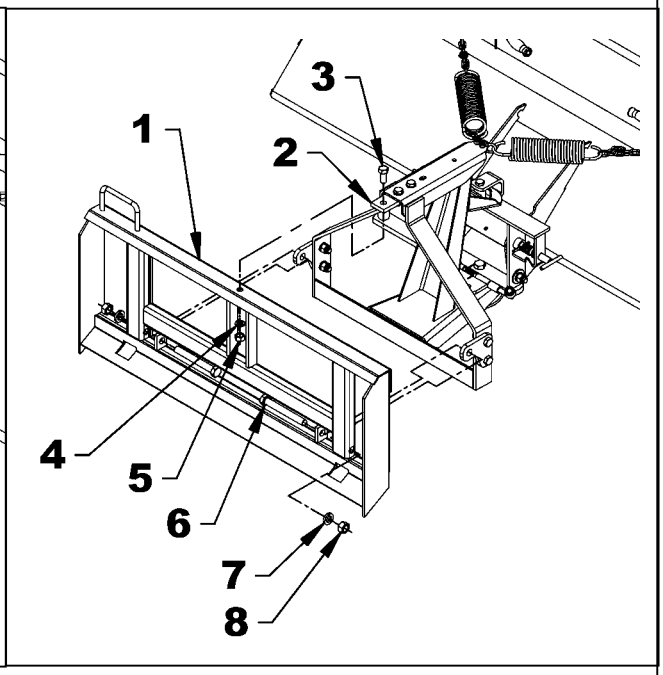

Figure 8C
3. **Figure 8C ou 10C:** Fixer la section inférieure de l'arrière du balai (item 2) à l'attache (item 1) à l'aide des 2 boulons hex. 3/4"NC x 6" lg. (item 6), rondelles de blocage 3/4" (item 7) et écrous hex. 3/4"NC (item 8).
4. **Figure 8C ou 10C:** Fixer la section supérieure de l'arrière du balai (item 2) à l'attache (item 1) à l'aide du boulon hex. 5/8"NC x 1 1/2" lg. (item 3), de la rondelle de blocage 5/8" (item 4) et de l'écrou hex. 5/8"NC (item 5).